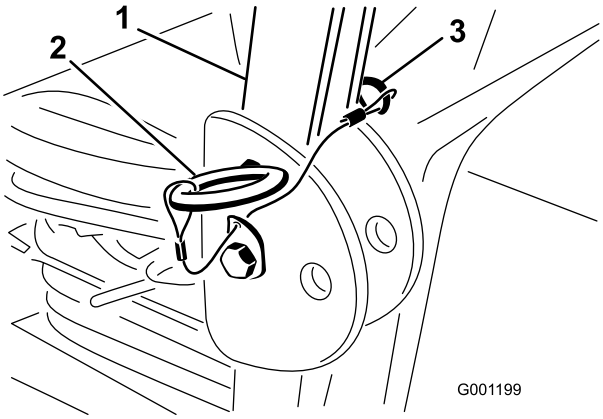

**Figur 8**
1. Ta bort hårnålssprintarna och de två tapparna från störtbågen (Figur 8).
2. Fäll upp störtbågen till upprätt läge, och sätt i de två tapparna och spärra dem med hårnålssprintarna (Figur 8).